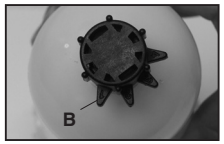
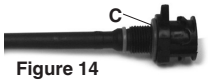

Figure 13
Figure 14
1) Loosen the screw on the black clamp around the pressure cylinder and remove the clamp. Put the tank on the floor or ground and remove the control knob (B) (Figure 13) from the top of the pressure cylinder by pushing the control knob down and rotating it counter-clockwise and lifting it off. Unscrew the valve body and set aside (Figure 14). Hold on to the neck of the tank with one hand and grasp the pressure cylinder with your other hand. Move the pressure cylinder back and forth and push down on it using all of your body weight to free the cylinder from the tank. If that does not work, use a 12 - 18 inch piece of 2 x 4 lumber and a heavy hammer. Cover the top of the pressure cylinder with a piece of cloth and lay the 2 x 4 over it. With a several blows from the hammer the cylinder should pop out of the tank.
3) Remove the other O-ring (C) on the valve body and replace as well. Apply some grease to the O-ring and threads and reassemble (Figure 14).